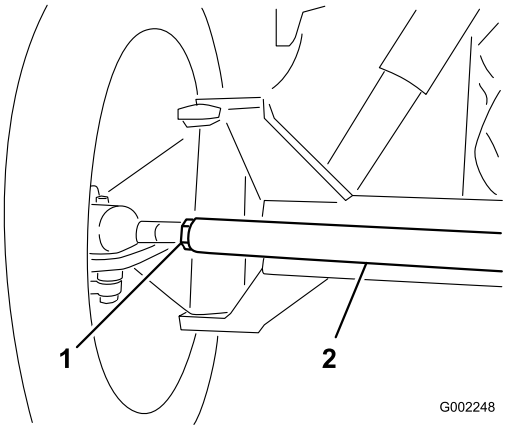

Figur 97
3. Om måttet inte hamnar inom det angivna området ska du lossa kontramuttrarna i båda ändarna av dragstången (Figur 97).